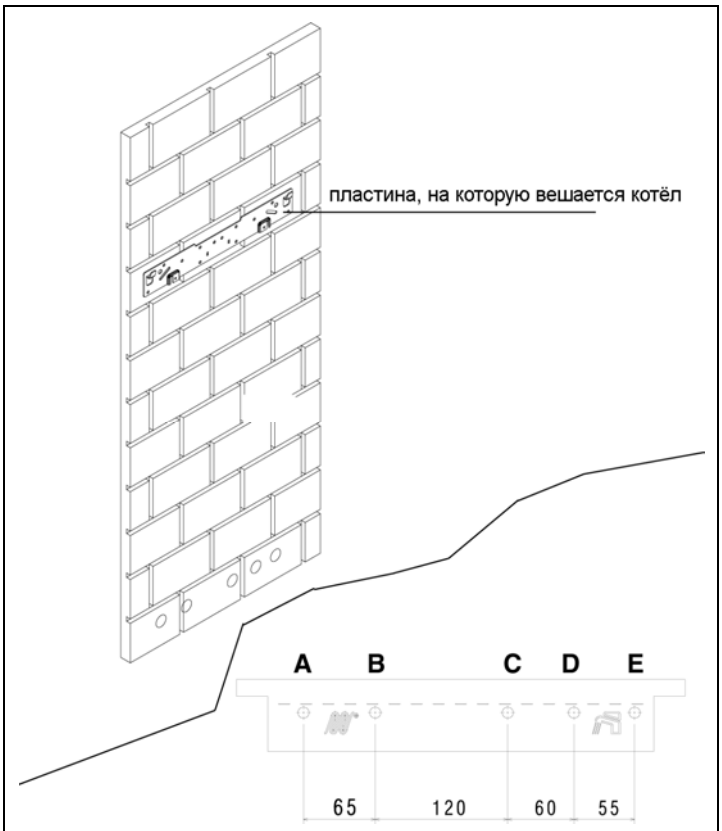

Рис. 3.2
- закрепите кронштейн (F) – рис. 3.2 – на стене и с помощью уровня проверьте, чтобы она находились в идеальном горизонтальном положении